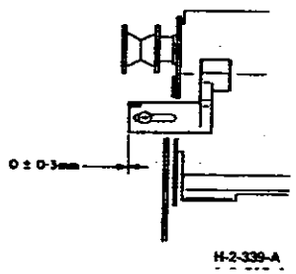

**Рисунок 3. Положение датчика регистрации верхней кромки.**
2. (Рисунок 3) При установке датчика регистрации передней кромки отрегулируйте его на номинальный размер.